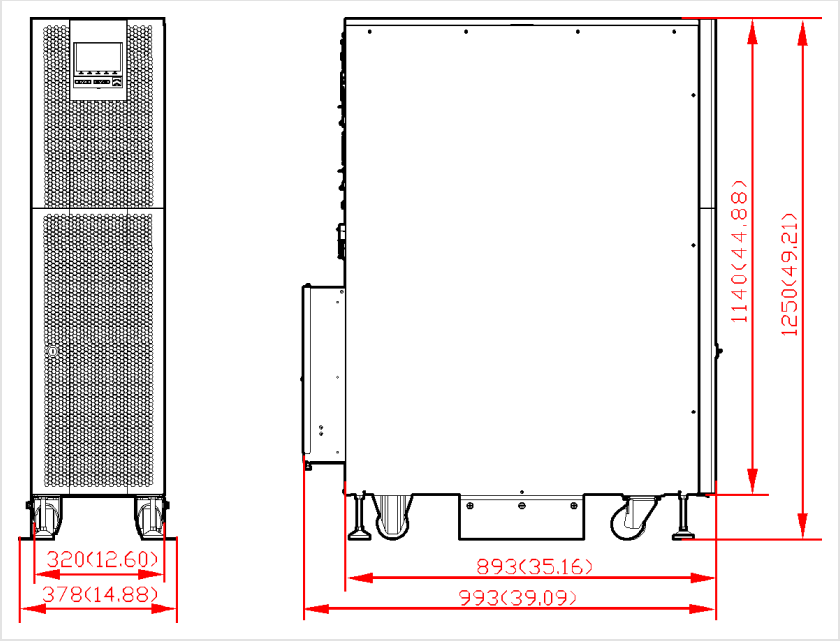

FIGURE 4-7 Dimensions, mm (in): 320 mm (12.6 in) cabinet, 378 mm (14.9 in) over the support plates, 1,250 mm (49.2 in) high
1. Plan the position from the UPS dimensions (Figure 4-7) and the clearances in Section 4.3.